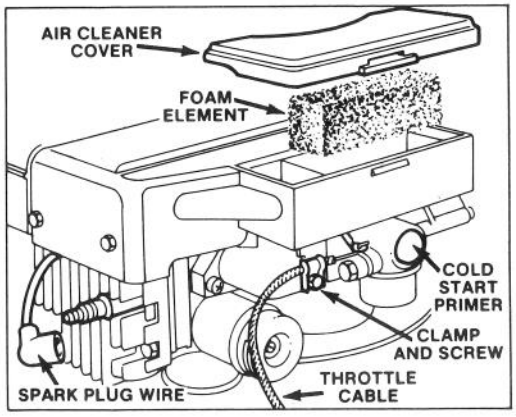

Figure 11
1. Stop engine and pull wire off spark plug (Fig. 11).
2. Remove air filter cover and clean (Fig. 11).
3. Inspect air cleaner element (Fig. 11). If necessary remove and clean.
2. Clean around spark plug and remove plug from cylinder head (Fig. 11).
3. Loosen cable clamp screw until throttle cable is free to slide (Fig. 11).
4. Move carburetor control arm to the left until it contacts grounding bracket (Fig. 11). Pull throttle cable slightly to remove any slack, and tighten the cable clamp screw to lock the adjustment in place.